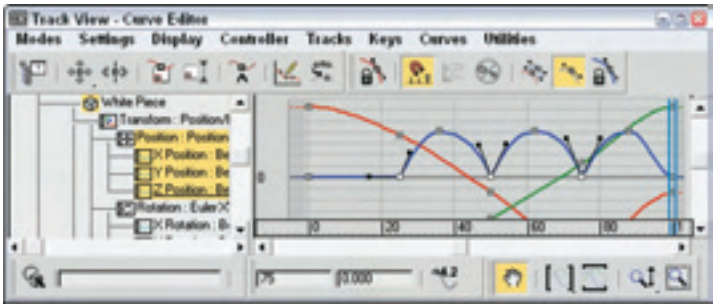

Figure 34-27: The In and Out tangents corrected for the new keys
7. Hold the Shift key down, and move the handles on the keys to make them discontinuous tangent types, as shown in Figure 34-27.